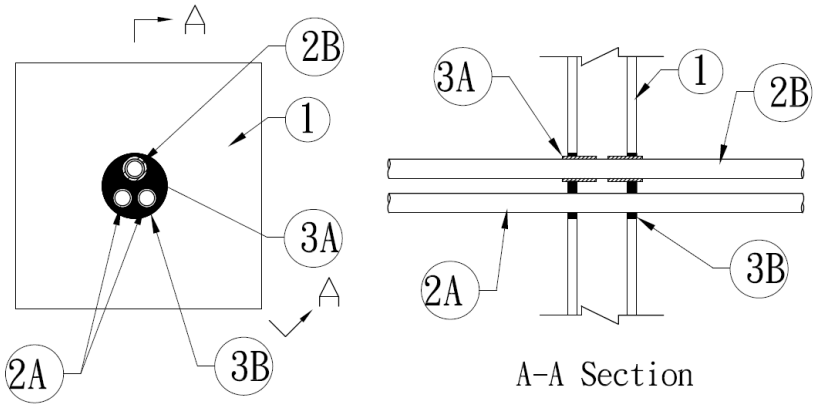

Figure 1. Through Penetration Firestop System
1. **SUPPORTING CONSTRUCTION:** Refer to Figure 1. Create a round through-opening, 4-1/2 in. in diameter, in a symmetrical, Code-conforming, 1 hour fire-rated wall assembly consisting of the min. construction features of one of the following options:
2. **PENETRATING ITEM:** Refer to Figure 1 and Table 1. Position three Schedule 40 plastic pipes within the opening made in the Supporting Construction (Item 1).